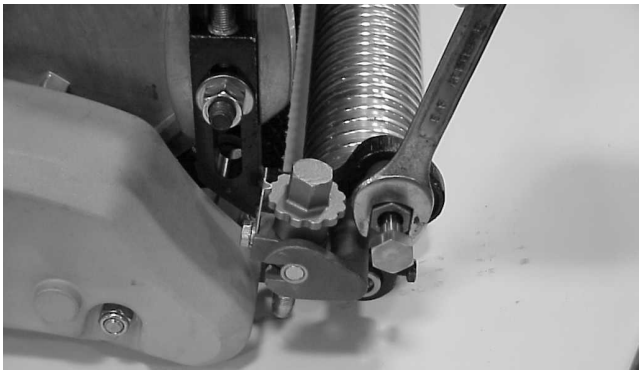

Figure 30
- Rotate the arms up or down (Fig. 30).